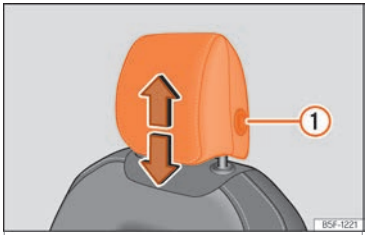
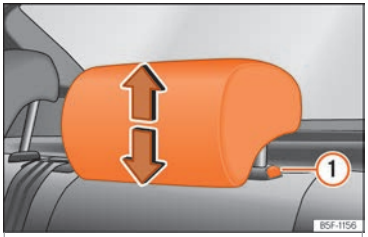

Fig. 113 Asiento delantero: regulación del apoyacabezas.
Fig. 114 Apoyacabezas trasero: regulación del apoyacabezas.
- Agarre el apoyacabezas con ambas manos por los lados y empuje hacia arriba hasta encajarlo en la posición deseada. Para bajarlo, haga la misma acción, pulsando el botón lateral (1) ››› **fig. 113** ››› **fig. 114**.
- Presione el botón lateral ››› **fig. 113** (1) y extraiga el apoyacabezas.